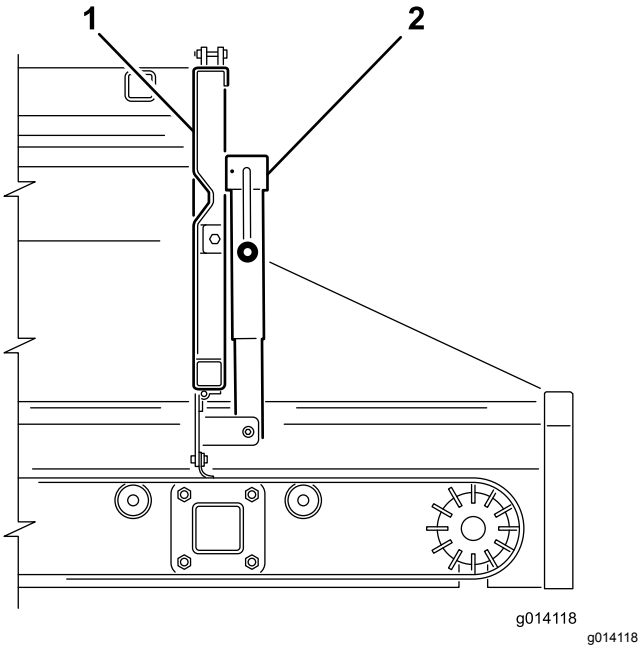
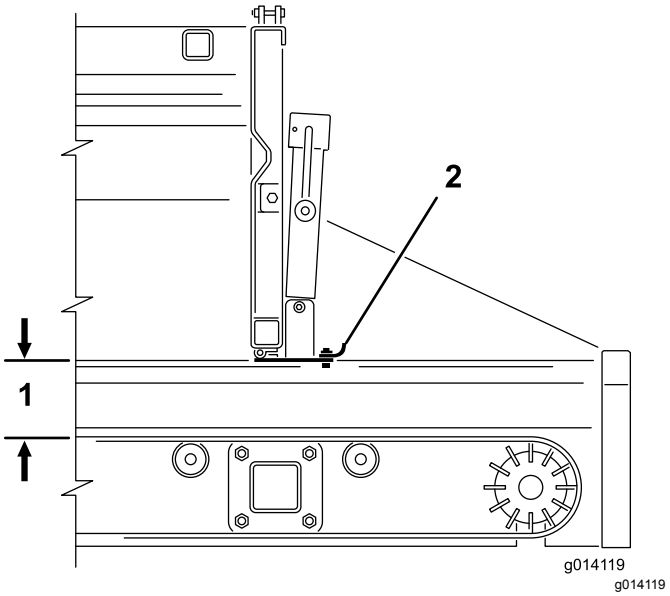

Figur 39
Figur 40
2. Använd vevhandtaget för att öppna eller stänga den justerbara delen av baklämmen (Figur 39 och Figur 40) för att justera materialflödet när du använder redskap.